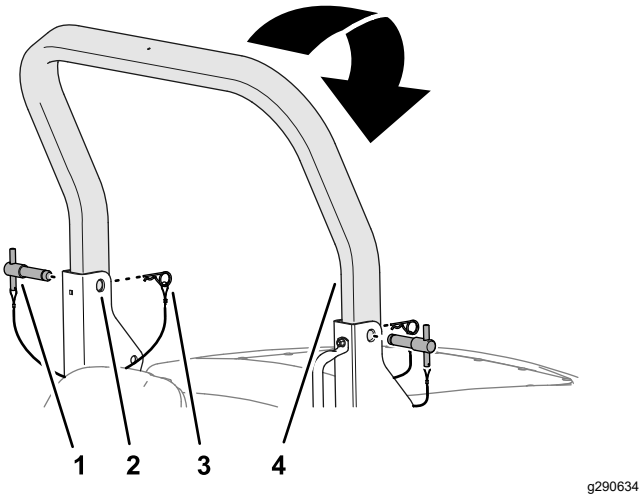

Figur 20
2. Fjern hårnålssplintene fra veltebøyleboltene i svingbrakettene på den nedre veltebøylerammen (Figur 20).
3. Mens du støtter vekten av den øvre veltebøylen, må du fjerne veltebøyleboltene fra svingbrakettene (Figur 20).